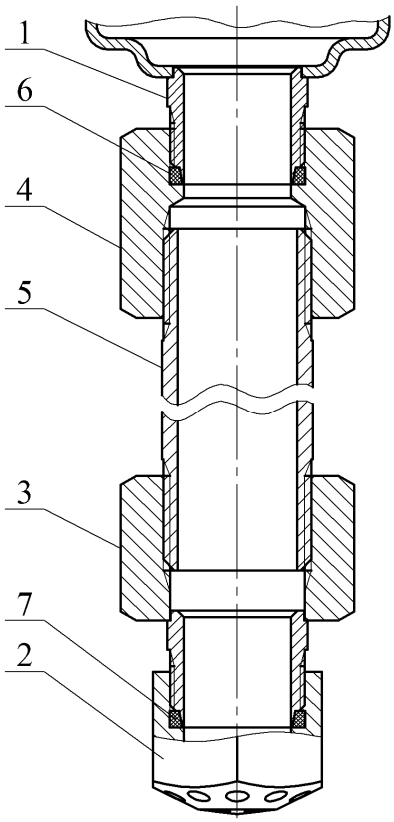

Рисунок 3
ж) по заявке Потребителя (см. рисунок 3):
4.1.3 Для вывода насадка-распылителя в свободную зону через подвесной потолок типа Грильято, Армстронг и т.п. или его перемещения в рабочую зону эффективного пожаротушения при монтаже МУПТВ на потолочном перекрытии высотой более 9 м модуль может быть дополнительно укомплектован удлинителем, соединяющим выпускную горловину МУПТВ **1** с насадком-распылителем **2** (см. рисунок 3).